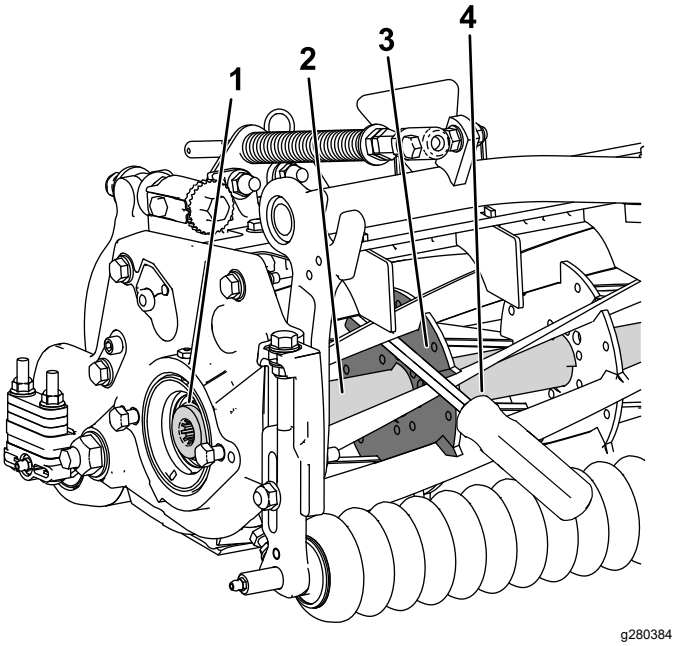

図 29
1. 長い柄のバール9 mm x 30 cm 程度のドライバータイプのもの。握りのついているものがよいを用意する。バールは、トルク作業を行う側に近い側で、リールの前から差し込むようにする図 29。
2. リール補強版の溶接側からバールを入れる図 29と、